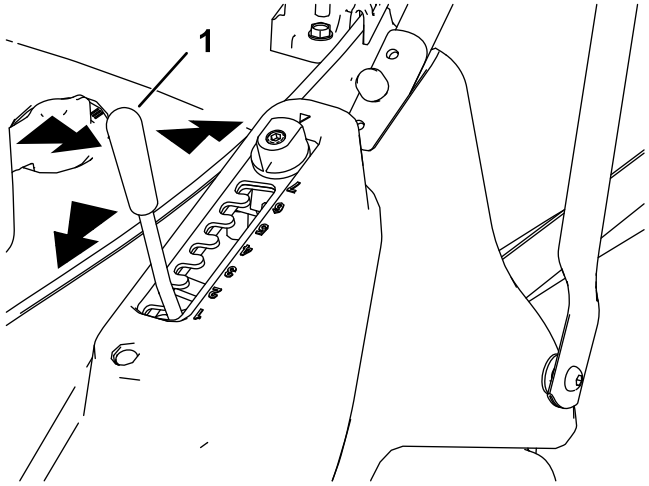

Figur 11
1. Greppa klipphöjdsreglaget och dra det i sidled så att det lossnar från skåran (Figur 11).
2. Tryck spaken framåt för att sänka klipphöjden eller dra den bakåt för att höja den (Figur 11).
3. Släpp reglaget i önskat läge och kontrollera att det sitter ordentligt i en av de sju skårorna (Figur 11).